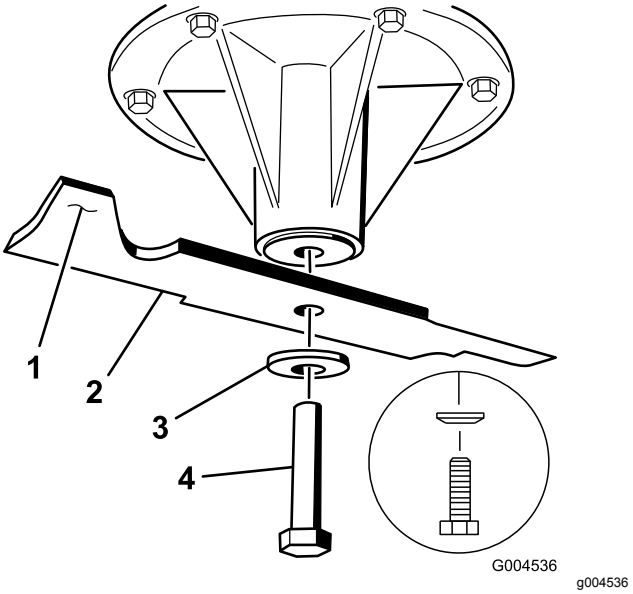

Figuur 105
1. Monteer het mes op de as (Figuur 105).
2. Monteer de veerschijf en de mesbout (Figuur 105).
Opmerking: De conus van de veerschijf moet worden gemonteerd op de boutkop (Figuur 105).